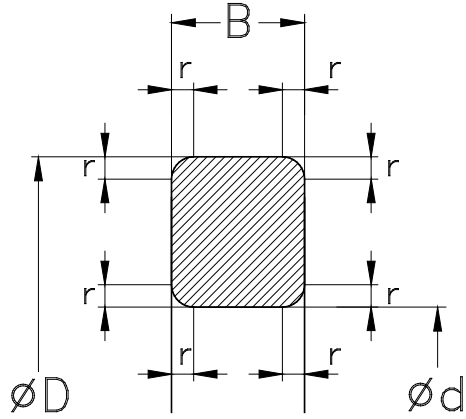

Fig.3.2
Defined in these standards are bearing base design, **bore diameter (d), outer diameter (D), width (B)**, or, in the case of thrust bearings, **height (H, T)** and minimum values for chamfer **dimensions (r)** (fig.3.2).